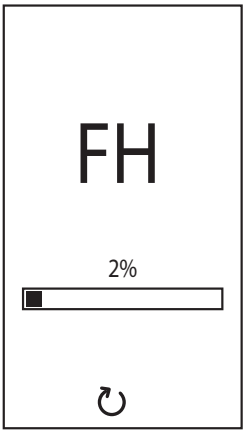

fig. 8 - Sfiato con ventilatore attivo
- Per i successivi 20 secondi il display visualizza **FH** che identifica il ciclo di sfiato aria dall'impianto riscaldamento con il ventilatore in funzione (fig. 8).